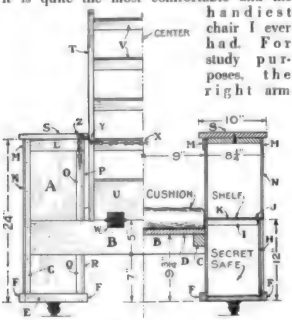
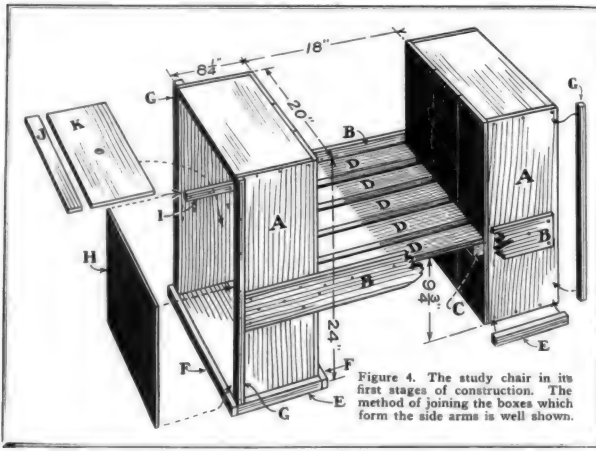

Figure 1. One-half back view and one-half cross section of the packing box study chair.
Figure 4. The study chair in its first stages of construction. The method of joining the boxes which form the side arms is well shown.
Figure 1 shows the completed chair, one-half of the drawing being a back view, and the other half of the drawing a cross-section. The only difference between the back view and the cross-section is that the latter shows the rear portion r e m o v e d. just as though it had been cut away with a saw, exposing the inside of the book-case and safe, and showing the construction of the chair seat. Figure 3 shows an end view of the chair.
Each part is lettered in Figs. 1 and 3, and you will find the parts correspondingly lettered on the detail drawings of Figs. 4 and 5. The lettering will aid you in locating the parts and will simplify the work of assembling.
Two boxes for the chair ends, boards from several other boxes, and some ⅞-inch stock, will be needed. The boxes for the chair ends must be uniform in size. Those used for my chair measured 8½ inches deep, 20 inches wide, and 24 inches long (A, Fig. 4). It is not likely you will find boxes of exactly this size, but you ought to be able to get two pretty close to it. Try a paint store. That is where I bought mine. If you can get nothing this size, but find two l a r g e r ones, t a k e them and cut them down.
Figure 4 shows the chair in its first stages of construction. Stand the boxes on end, bottoms in, and 18 inches apart, and connect them with the front and rear rails B, setting the rail strips so their upper edge is 12 inches above the floor (Fig. 1). Cut the strips short enough to allow for a space ¾-inch wide at each corner for strips G (Fig. 4). Spike a 2-by-2 inch cleat to each of the box bottoms, 9-¾ inches above the floor (C, Fig. 4), and cut five slats to fit across them (D). Nail the slats to cleats C, and drive nails through rails B into the edges of the front and back slats. Before fastening corner strips G in place, cut and fasten strips E and F around the base of both boxes. These base strips may be ¾-inch square. Stand corner strips G upon the base.
The book-shelf is placed on a line with the upper edge of rails B. Nail a pair of cleats I to the inside of the boxes to support the shelf ends. Make the front to the secret safe in one piece if you can get a board wide enough (H, Figs. 1, 3 and 4). Fit this between the box sides. Before fitting the shelf boards (J and K, Fig. 4),
finish trimming the box edges. Strips L and M, forming a band around the tops of the boxes (Figs. 1 and 3), should be 1⅜-inches wide by ⅞-inch thick. Strips N, O, P, Q and R may be laths planed smooth. The lapped strip must be planed off enough to allow for the thickness of the strip lapping it, so the corner margins will be equal. It is best to tack each pair of corner strips together, then fasten them to the box. The strips will conceal the unfinished corners of the boxes. When strips N have been nailed (Fig. 3), shelf strip J can be fitted in place. Nail it to the shelf cleats so its outer edge is flush with strips N (Fig. 1). Cut shelf board K to fit loosely, because it is to be removable, and bore a finger-hole through its center so you can lift it out easily (Fig. 4).
The chair arms are 10 inches wide and 24 inches long (Figs. 1 and 3). Cut them out of a ⅞-inch board if you can get one. If the board is 9½ inches wide, as some 10-inch boards are cut, it will do. Do not nail the chair arms to the boxes, but screw through the boxes into their under side. Then there will be no holes in the arms to putty.
Now all is ready for the casters. Buy a set with plates that fasten on with screws. Figures 1 and 3 show the positions for them.